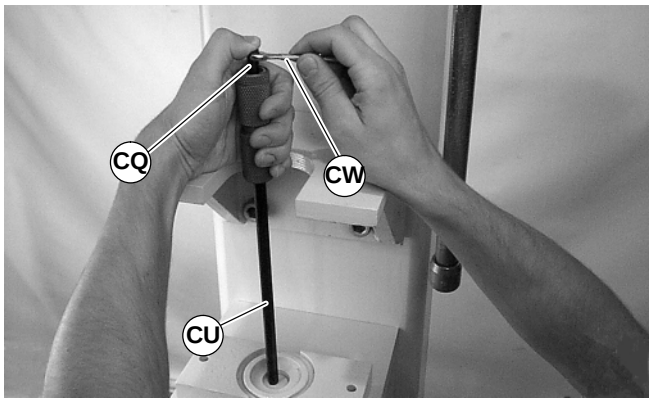

Figure 40
2. While holding bearing removal tool (CQ) in position, insert extension tool (CU), part number 25–08, into opposite end of pulley (CR). Rotate bearing removal tool (CQ) to engage hex tip of extension tool (CU) into screw (CV) of bearing removal tool.
3. While maintaining extension tool (CU) position, use a wrench (CW of Figure 40) to rotate the bearing removal tool (CQ) to expand the flare end of the tool.